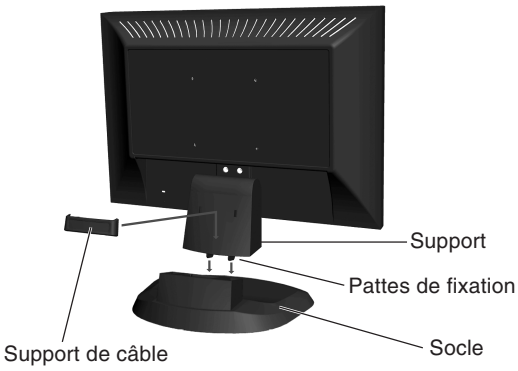

Figure S.1
1. Fixez le socle au support. Les loquets de verrouillage du support doivent venir s'insérer dans l'orifice au centre arrière du socle (**Figure S.1**).
1. Insérez les attaches du support de câble dans le trou du support et faites coulisser le support de câble vers le bas pour le fixer (**Figure S.1**).